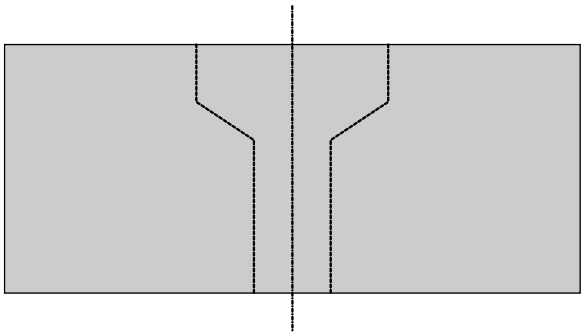

Fig. 8.4
- Veiller à placer le contre-écrou (le plus grand trou) vers l'extérieur (voir Fig. 8.4).